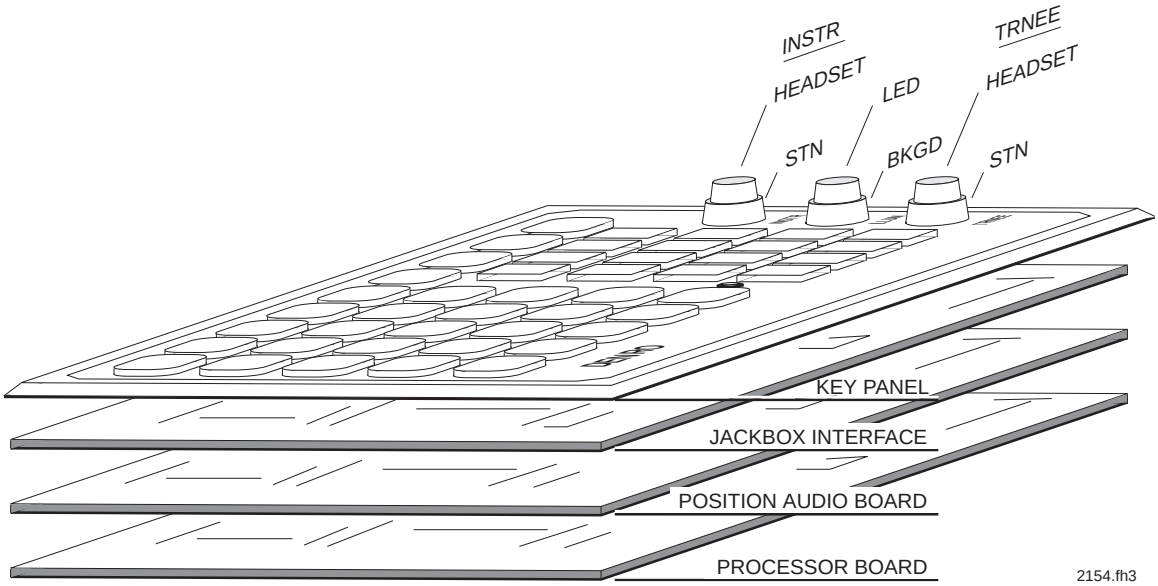

***Figure 5-72. Sub-assemblies of the Basic Operator Panel***
**Figure 5-72** illustrates the BOP. It installs on the console front panel and consists of four sub-assemblies integrated into one module as follows: